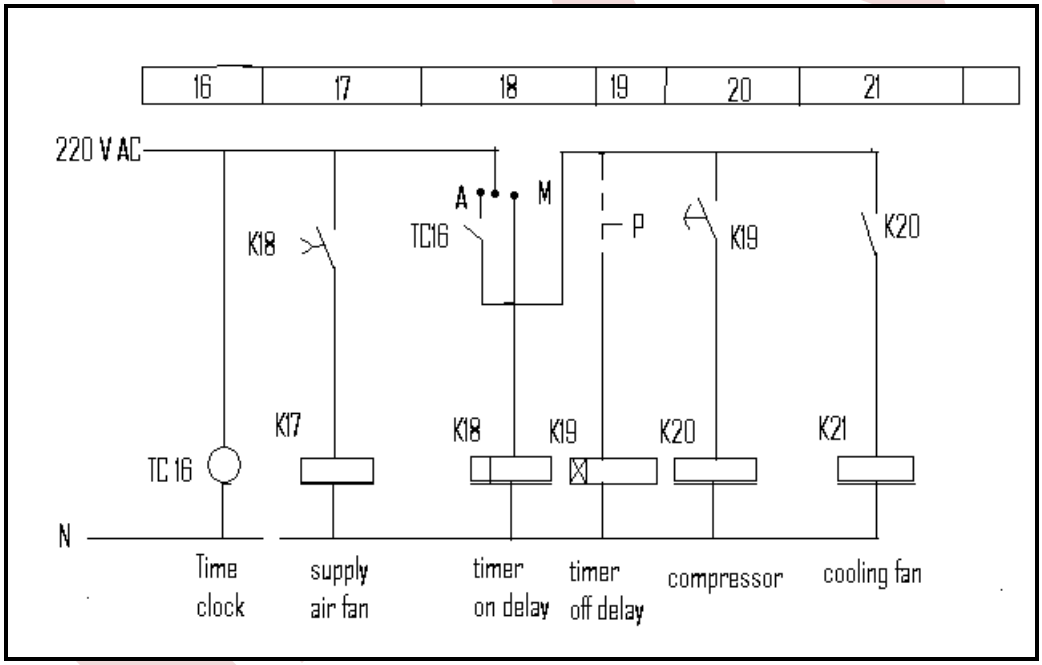

FIGUUR 2
4.1 FIGUUR 2 toon 'n beheerdiagram van 'n lugverkoelingstelsel. Beantwoord die vrae wat oor die diagram handel wanneer die krag aan en die stelsel op outomaties gestel is.